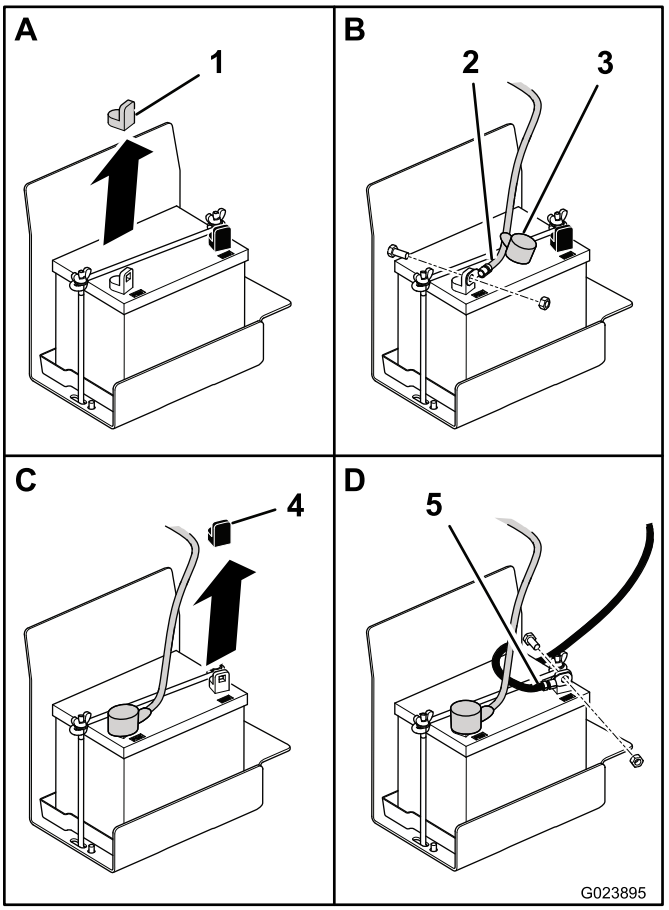

Figuur 5
2. Verwijder de rode plastic kap van de pluspool van de accu (Figuur 5).